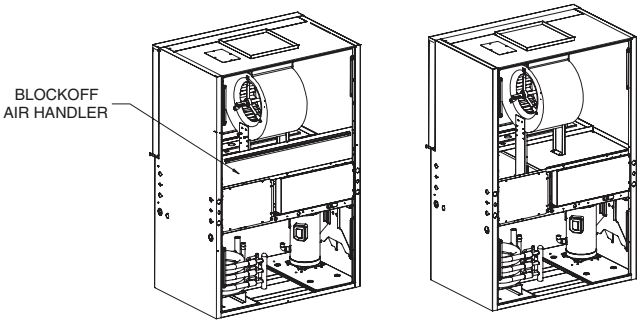

Fig. 5 — Remove Blockoff Air Handler and Belt
2. Remove blockoff air handler. Loosen belt and remove. See. Fig. 5.